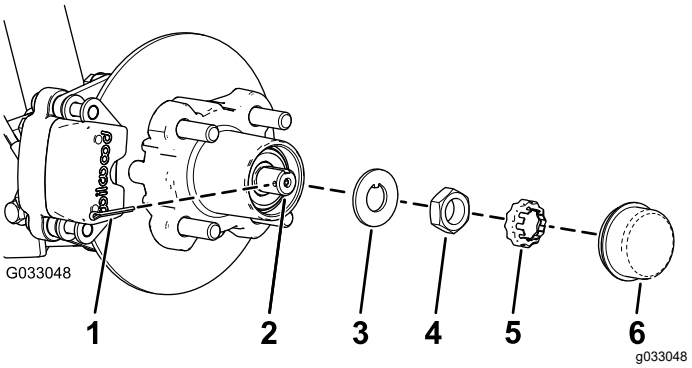
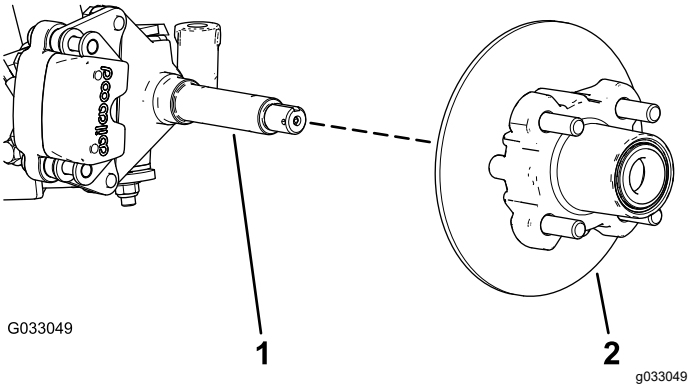

Figur 28
Figur 29
4. Ta av dammkåpan från navet (Figur 28).
5. Ta bort saxpinnen och mutterhållaren från spindeln och spindelmuttern (Figur 28).
6. Avlägsna spindelmuttern från spindeln och skilj sedan navet och rotorn från spindeln (Figur 28 och Figur 29).